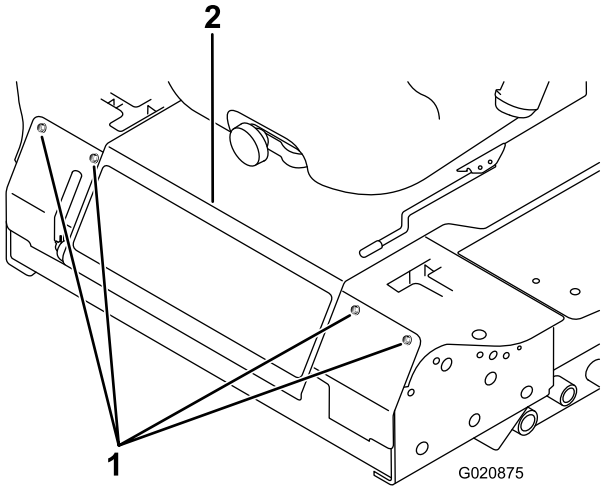

Figur 50
2. Lossa bultarna som fäster den främre panelen och ta bort den (Figur 50).